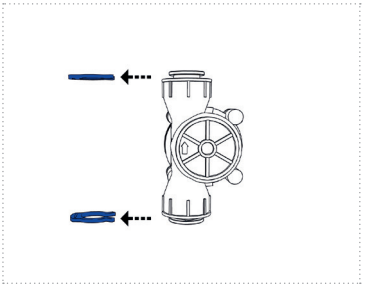
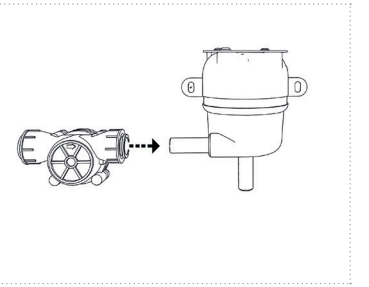
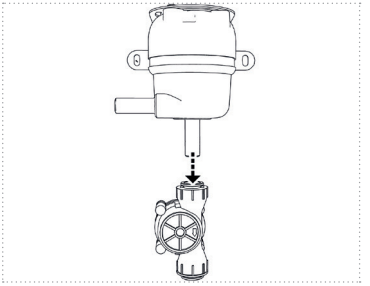

Abbildung 10
Abbildung 11a
Abbildung 11b
4. Entfernen sie die Sicherungsringe am Durchflusssensor (Abbildung 10). Je nach, Installationswunsch schieben sie den den Durchflusssensor auf den Wasseranschluss „IN oder „OUT“ des Reaktors (*Abbildung 11a und Abbildung 11b*).